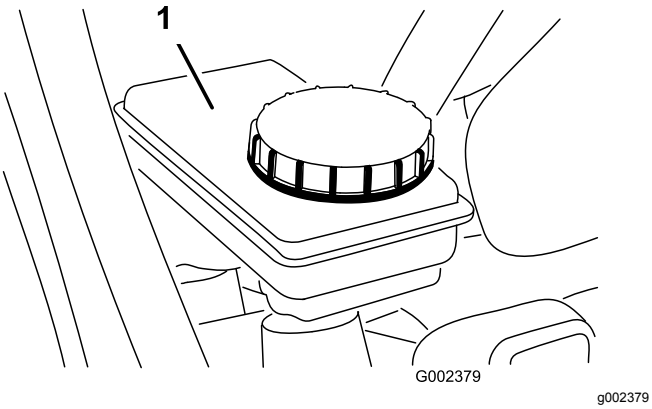

Figur 57
5. Vätskenivån ska nå upp till markeringen Full i behållaren (Figur 57).
6. Om vätskenivån är låg ska du göra rent runt locket på behållaren, ta bort locket och fylla på behållaren med angiven bromsvätska upp till rätt nivå (Figur 57).